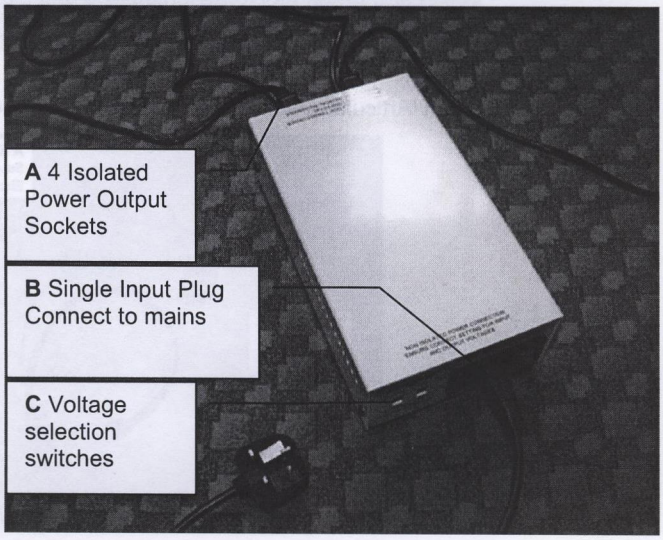
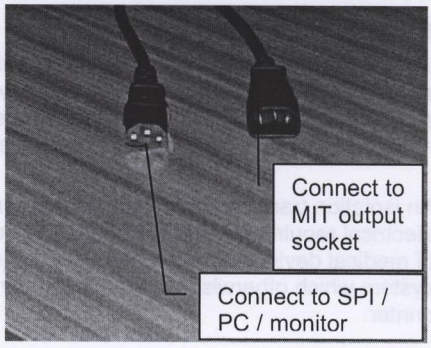

Figure 6 Medical Isolation Transformer (MIT)
Figure 7 Output Power Cable
Note: Make sure that the Voltage Selection Switches (Figure 6**C**)for the Input and Output are appropriately set for the mains supply. The default setting will be 240 Volts for both the input and the output to suit European mains supplies. Fuse ratings for different settings are marked on the case next to the switches. The fuses should be changed if necessary to match the selected voltage settings. See the Technical section at the end of this manual for more details on selecting voltages.
4. Plug the mains power lead into the Medical Isolation Transformer (Figure 6**B**) then plug an output power lead (Figure 7) into one of 4 outputs on the medical isolation transformer unit and connect the other end of the output power lead to the rear of the SPI. The PC to which the WinEPG system is connected, the PC monitor and any other peripheral devices connected to the PC that require a power supply should also be powered via the remaining medical isolation transformer outputs. The medical isolation transformer input should then be connected to a mains power socket and the power switched on.